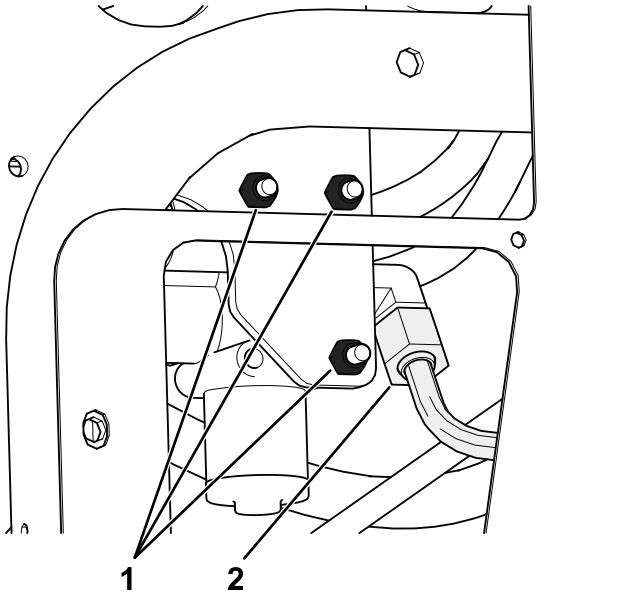

Figura 5
A. Rimuovete i 3 bulloni e dadi che fissano la valvola di sollevamento esistente al telaio e separate quest'ultima dal telaio per consentire la rimozione del raccordo a T (340-94), come illustrato nella Figura 5.